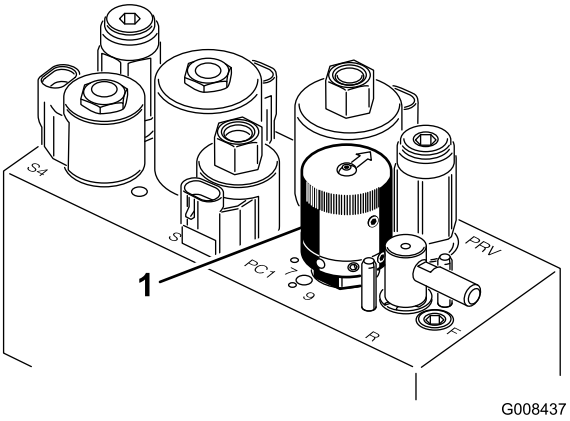

**Figur 29**
4. Knivcylindrenes hastighed indstilles ved at dreje grebet (Figur 29), indtil indikatorpilene står ud for det tal, der angiver den ønskede indstilling.